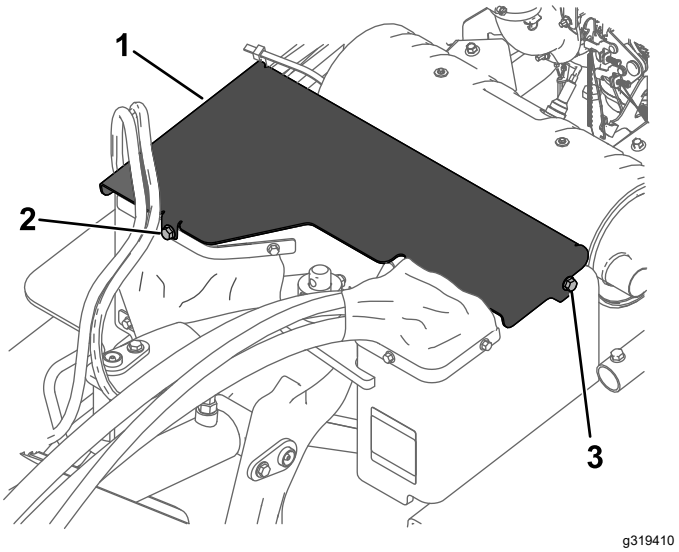

Figuur 24
3. Verwijder de voorste bout en draai dan de linker bout los waarmee de voorste kap is bevestigd aan de machine (Figuur 24).
4. Schuif de kap een beetje naar voren en trek ze naar boven om ze te verwijderen (Figuur 24).
5. Om de voorste kap te monteren, schuift u de voorste kap op zijn plaats en bevestigd u hem met de 2 bouten (Figuur 24).